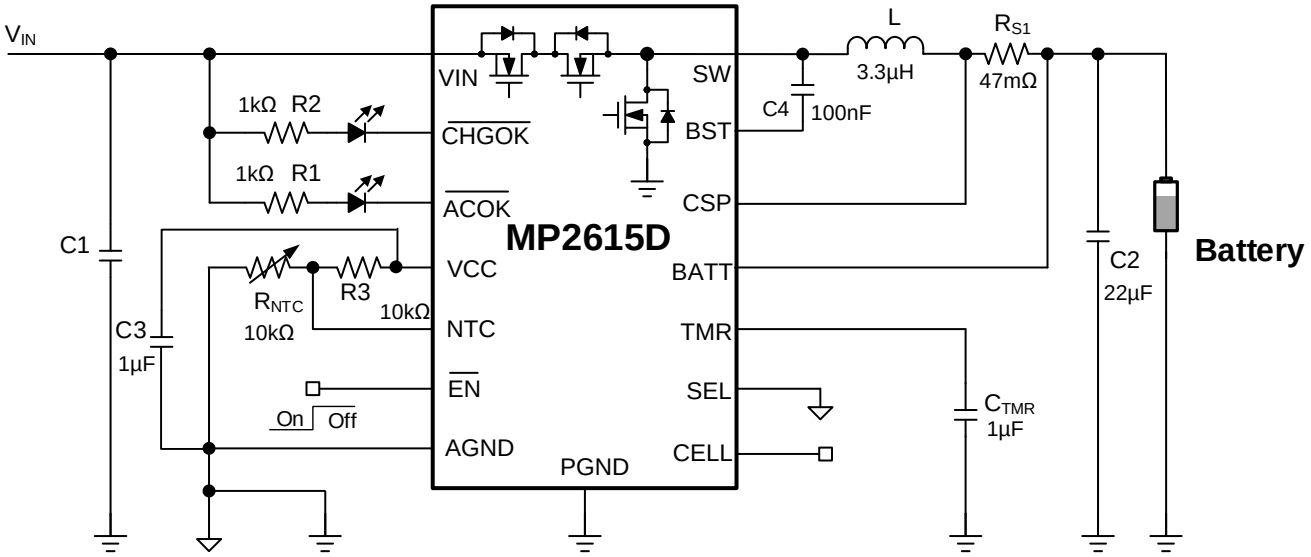

Figure 7: Typical Application Circuit (V_{IN} = 12V)
The input capacitor (C1) from the typical application circuit absorbs the maximum ripple current from the buck converter (see Figure 7 on page 19). The maximum ripple current can be estimated with Equation (10):
The output capacitor (C2) from the typical application circuit is in parallel with the battery (see Figure 7 on page 19). C2 absorbs the high-frequency switching ripple current and smooths the output voltage. Its impedance must be far below that of the battery to ensure that it absorbs the ripple current.